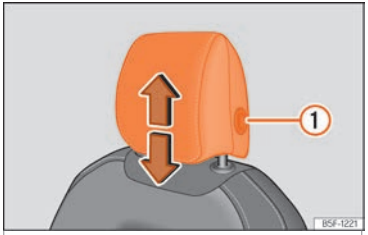
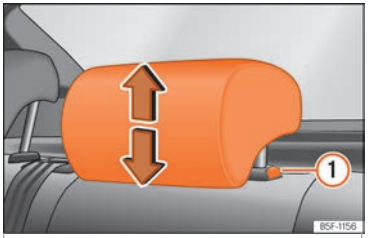

Fig. 113 Siège avant : réglage de l'appuie-tête.
Fig. 114 Appui-tête arrière : réglage de l'appuie-tête.
- Saisissez l'appuie-tête des deux côtés avec les mains puis poussez-le vers le haut jusqu'à ce qu'il s'enclenche dans la position désirée. Pour le rabaisser, faites de même en appuyant sur le bouton latéral ① ››› fig. 113 ››› fig. 114.
- Appuyez sur le bouton latéral ››› fig. 113 ① et retirez les appuie-tête.